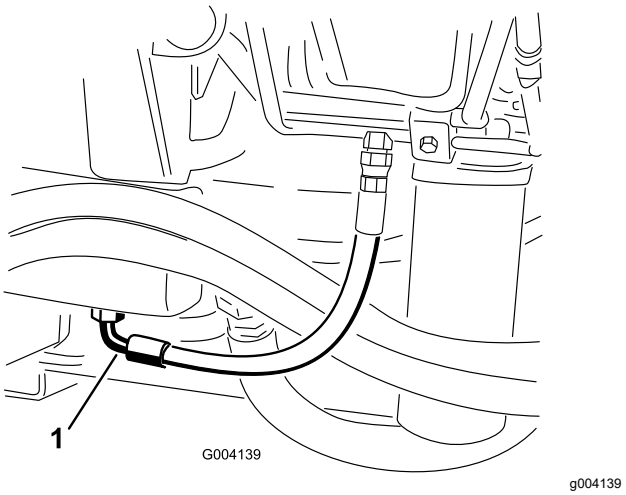

Rysunek 68
3. Umieść dużą misę ociekową pod zaworem przymocowanym do dna zbiornika oleju hydraulicznego (Rysunek 68).